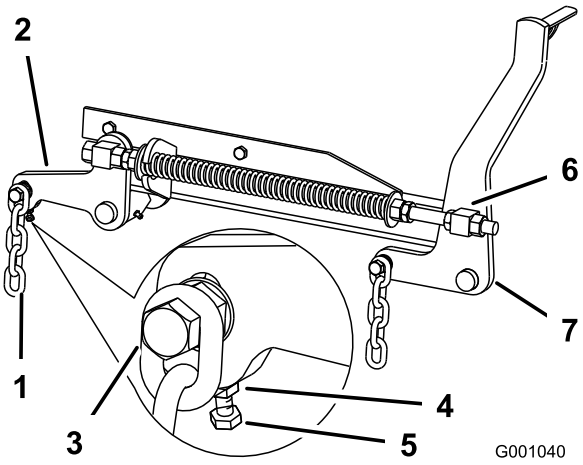

**Figur 81**
7. Hvis målingerne ved position **B** eller **C** ikke er korrekte, skal du løsne bolten, som fastholder bagkæden til den bageste støttearm (Figur 81).
8. Løsn kontramøtrikken under den bageste støttearm, og juster justeringsbolten for at opnå et mål på 79 til 83 mm (Figur 81).
7. Løsn de forreste drejeleds kontramøtrikker ved forenden af højre og venstre drejeled, ca. 13 mm (Figur 81).
8. Juster løftemøtrikkerne på maskinens venstre og højre side for at få en måling, der er 6 til 10 mm lavere foran ved A end bagest ved **B** (Figur 81).